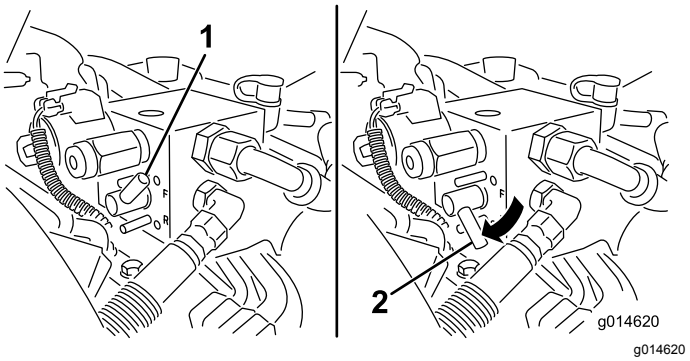

Figuur 49
5. Draai de wethendel naar ACHTERUIT (R) (Figuur 49).